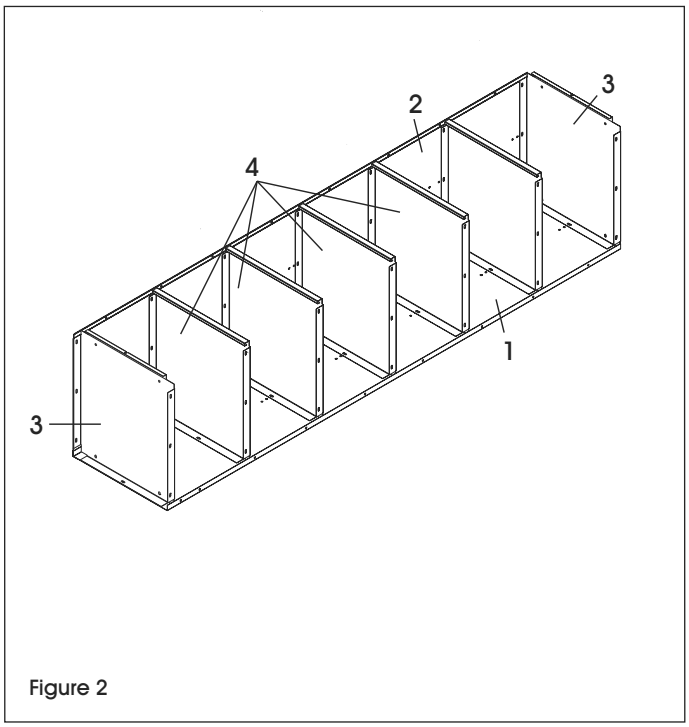

Figure 2
3. Boulonnez le haut (3) et le bas (3) au panneau arrière (1) et au panneau gauche (2). Boulonnez les tablettes (4) au panneau gauche et au panneau arrière, en les espaçant uniformément. (Voir Figure 2)